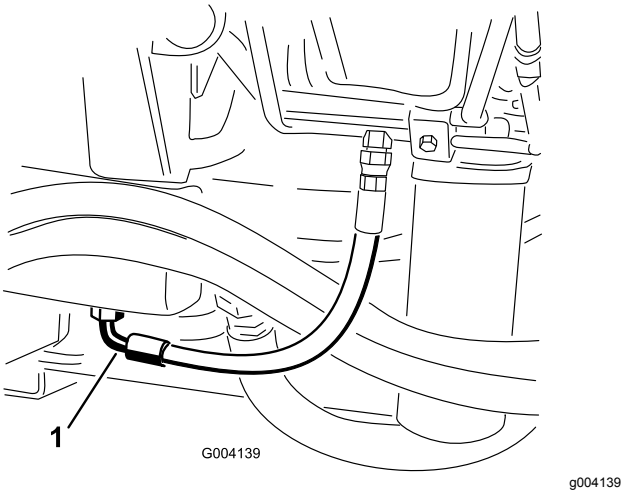

Figuur 65
2. Plaats een grote opvangbak onder de fitting aan de onderzijde van het hydraulische reservoir (Figuur 65).